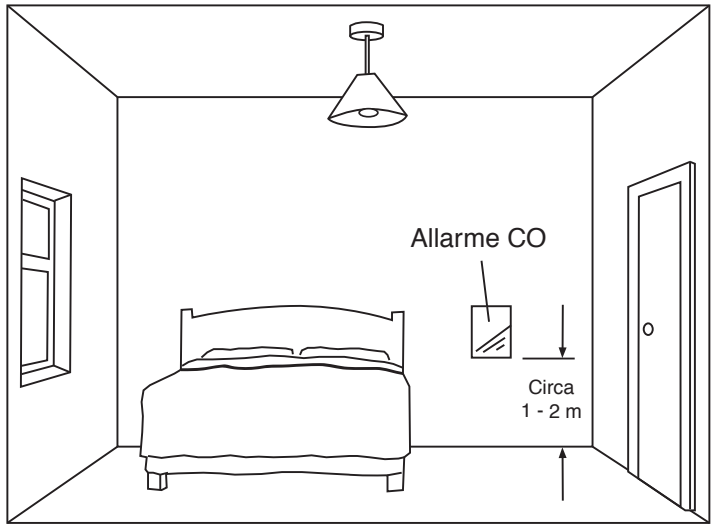

Figura 4. Installazione in camere da letto e altre stanze lontane dell'apparecchiatura (cioè, ad altezza d'uomo)
4.32 Se si posiziona l'allarme per il rilevamento di CO in una stanza da letto con un'apparecchiatura a combustione di carburante (consultare la Figura 4)